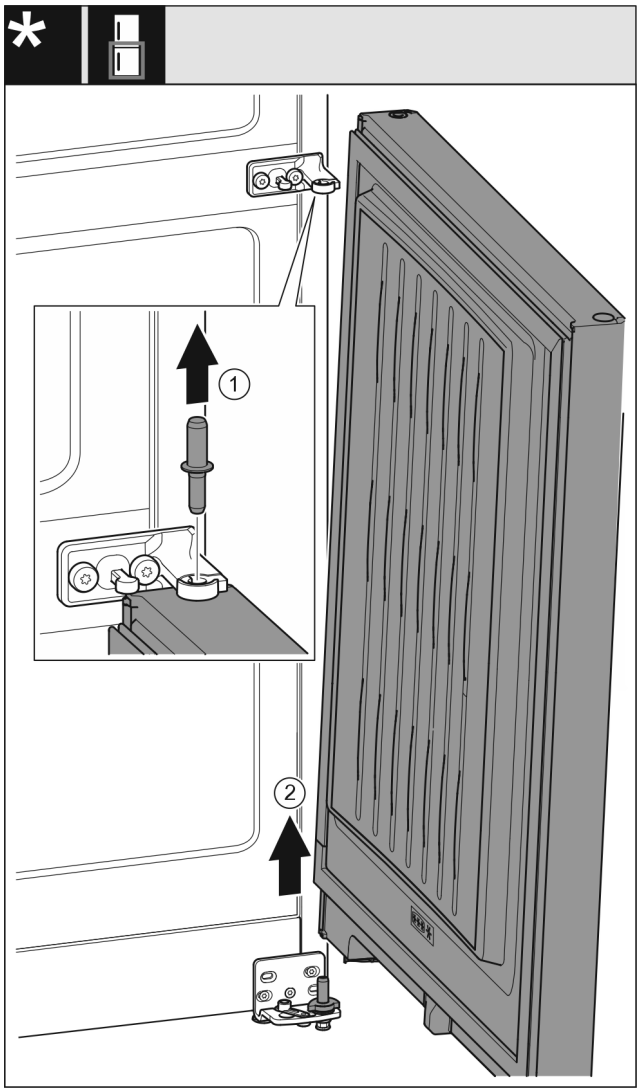

Fig. 8
- ▶ Trekk boltene av oppover. *Fig. 8 (1)*
- ▶ Sving ut døren, trekk den oppover og sett den til side. *Fig. 8 (2)*